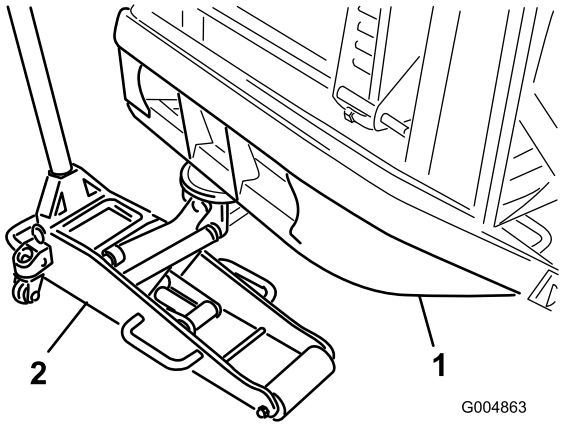

**Rysunek 31**
1. Umieść odpowiedni podnośnik pod rurą tylnego zderzaka, unieś maszynę, aż koła podniosą się nad podłoże (Rysunek 31).